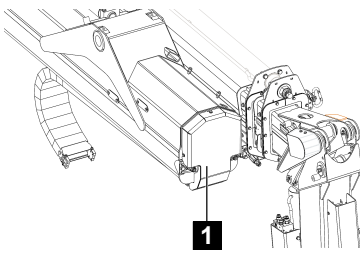

Fig. 208
14. Remove the cover (Fig.208/1) on the lower boom.